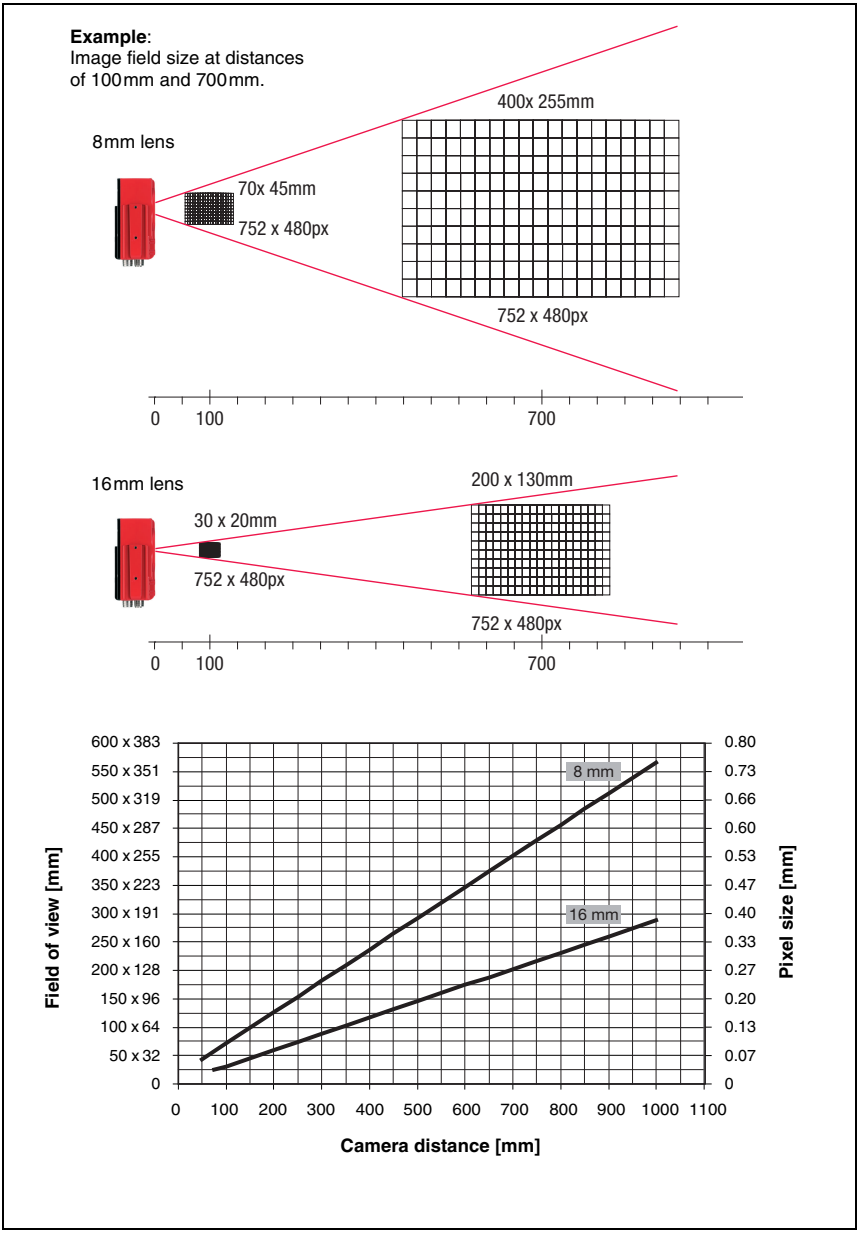
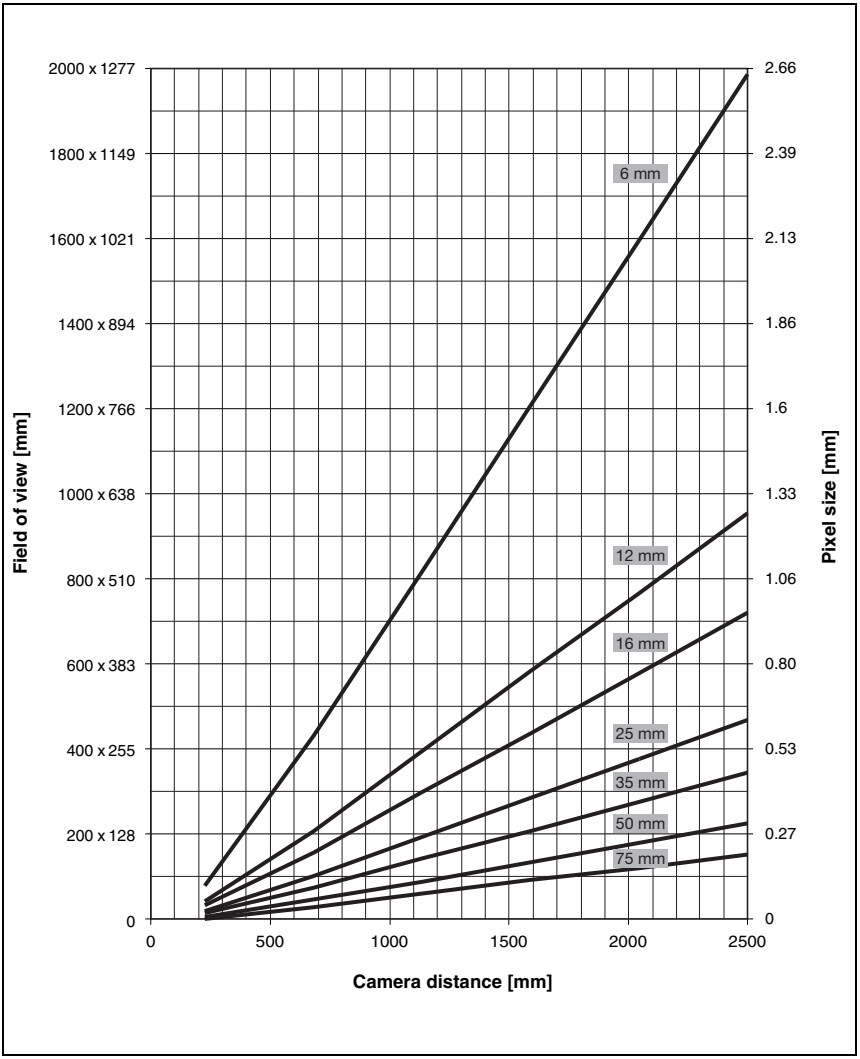

Figure 4.6: Camera distance / image field - standard devices
Figure 4.7: Camera distance / image field - device models for C-mount interchangeable lenses
- The camera distance which results from the respective field of view (see figure 4.6 on page 23 or figure 4.7 on page 24).
In figure 4.6 and figure 4.7, the principle relationship between camera distance and the resulting image field is represented for the C-mount device models.
The diagram in figure 4.6 shows the relationship between camera distance (= path from the front edge of the camera to the object) and image field for standard devices with 8 mm and 16 mm focal length. In figure 4.7, this relationship is represented for the C-mount device models.